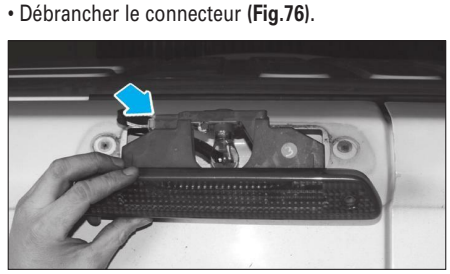

**Fig. 76**
• Débrancher le connecteur **(Fig.76)**.